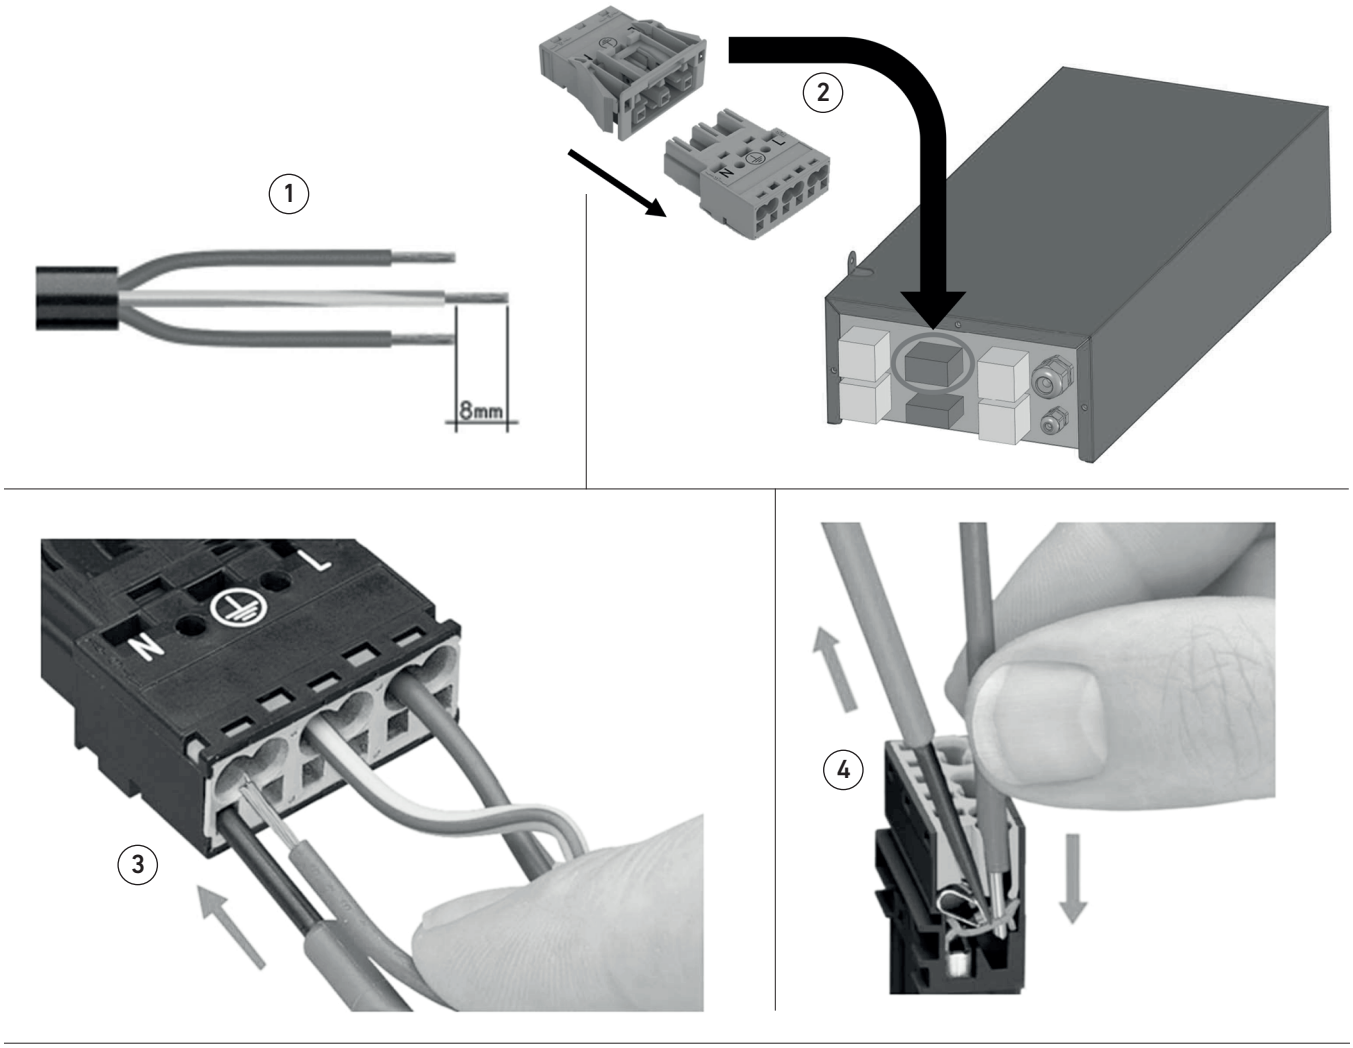

fig. 18
- Munissez-vous d'un câble électrique de taille appropriée pour l'équipement., dénuder environ 55 mm de l'isolation extérieure, dénuder environ 8 mm des câbles de phase (L), de neutre (N) et de terre (⏚), en laissant le câble de terre légèrement plus long que les deux autres (fig. 18 détail 1) ;
- Débrancher le connecteur mâle à 3 pôles du connecteur femelle comme indiqué sur la fig. 18 détail 2, utiliser un tournevis plat d'une longueur de lame d'environ 2,5 mm pour ouvrir la pince du connecteur et insérer le câble dénudé dans la cavité appropriée (phase en L, neutre en N et terre en ⏚) jusqu'à la butée (fig. 18 détail 3) ;
- Retirer le tournevis pour fermer la pince du connecteur et s'assurer que le câble soit correctement fixé en essayant de le tirer légèrement (fig. 18 détail 4) si la fixation est correcte, les parties non gainées du câble ne doivent pas sortir du boîtier du connecteur ;